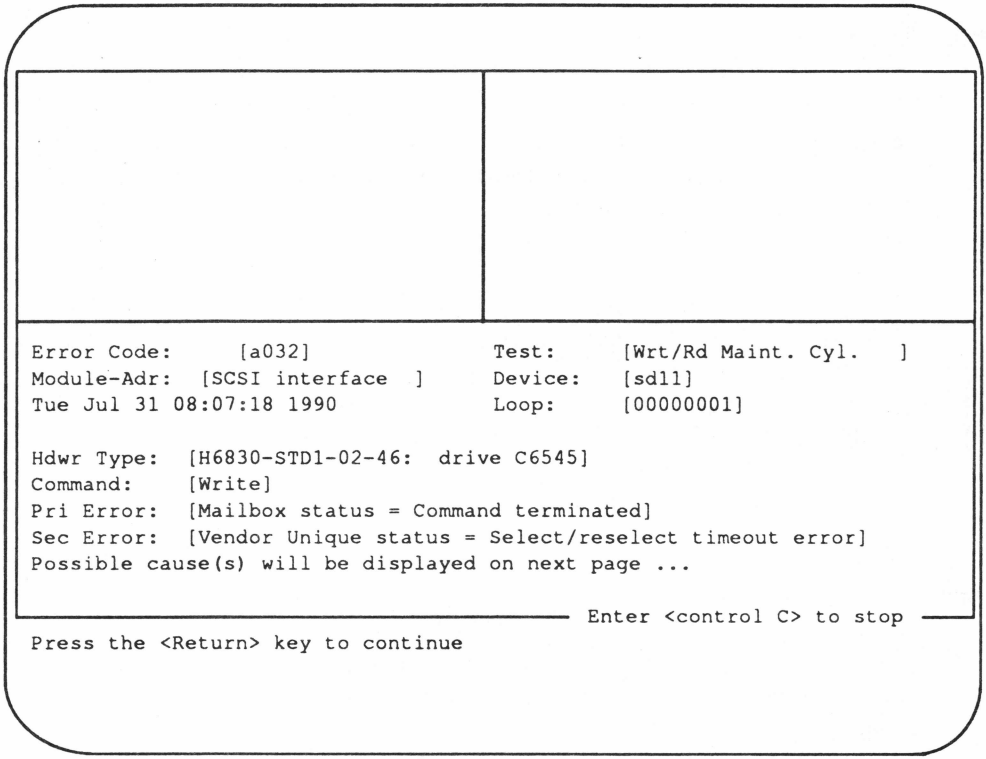

Figure 2-7. Basic Error Analysis Report for a Fixed Disk Error (Example)
- Basic error report (displayed automatically); see Figure 2-7
The basic error analysis report (for a fixed disk error) appears similar to Figure 2-7.